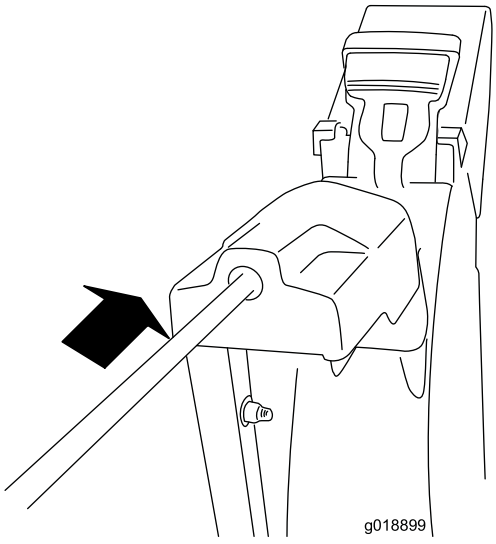

Figur 10
2. För in stångens främre ände i öppningen bakpå kåpan som sitter över kugghjulet på utkastaren tills den glider in i kugghjulet (Figur 10).